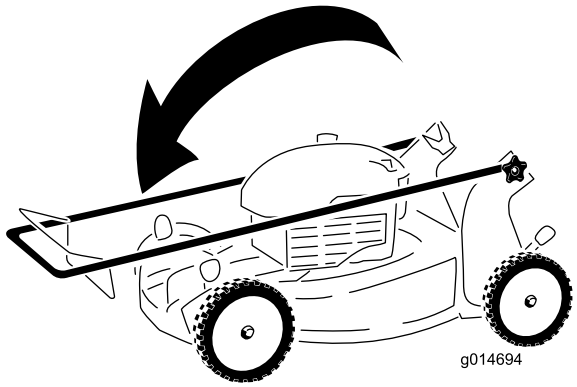

Figur 25
2. Fäll det övre handtaget framåt så som bilden visar Figur 25.